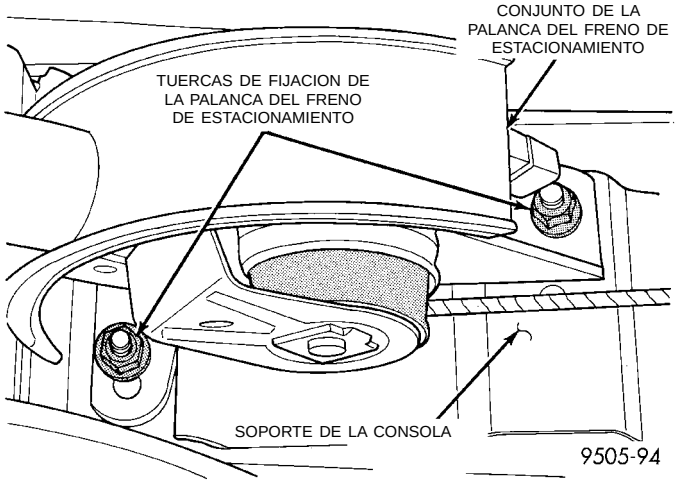

Fig. 131 Fijación de la palanca del freno de estacionamiento al soporte de la consola
(9) Retire las 2 tuercas (Fig. 131) que fijan la palanca del freno de estacionamiento al soporte de la consola. Retire el mecanismo de la palanca del freno de estacionamiento del vehículo.
(1) Coloque la palanca del freno de estacionamiento sobre el soporte de la consola. Instale y apriete firmemente las 2 tuercas de fijación (Fig. 131).